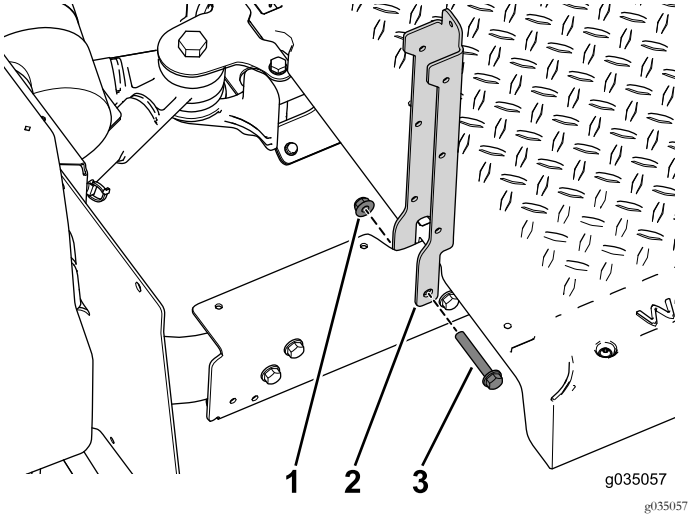

Bild 38
2. Befestigen Sie die Sitzstützen mit den zwei Schrauben (3/8" x 2½") und Bundmuttern am hinteren Abschnitt der Maschine (Bild 38).